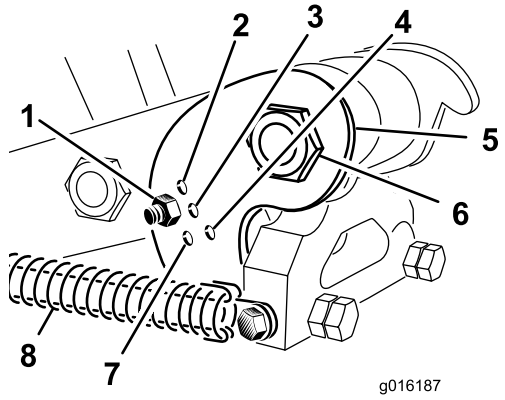

Figur 37
Indstil hældningsbeslaget (Figur 37) til den korrekte position baseret på længden af de tines, der skal bruges. Hovedstoppet indstilles til en af fem forudindstillede positioner ved at vælge det hul, som justeringsstanden er boltet gennem. Disse huller er kun forudindstillede. Ved at bruge en 25,4 cm tine i en 30,48 cm position kan du f.eks. opnå et blødere finish afhængig af brugen.
3. Frigør fjederspændingen på tinehovedet (Figur 37).
4. Fjern møtrikken og bolten i justeringshullerne i hældningsbeslaget (Figur 37).
5. Roter hældningsbeslaget, indtil det er på linje med det ønskede hul i armen, og fastspænd bolten og møtrikken (Figur 37).